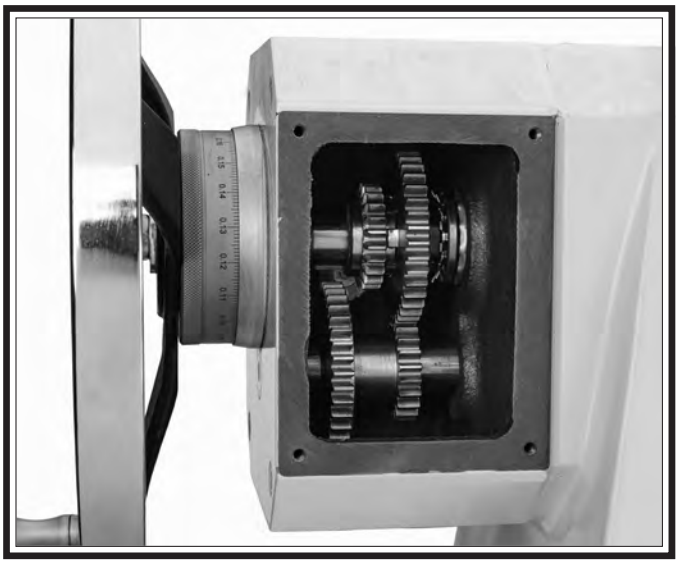

Figure 72. Tailstock two-speed gearbox.
2. Clean gears and teeth (see **Figure 72**) using mineral spirits, brush, and rags.